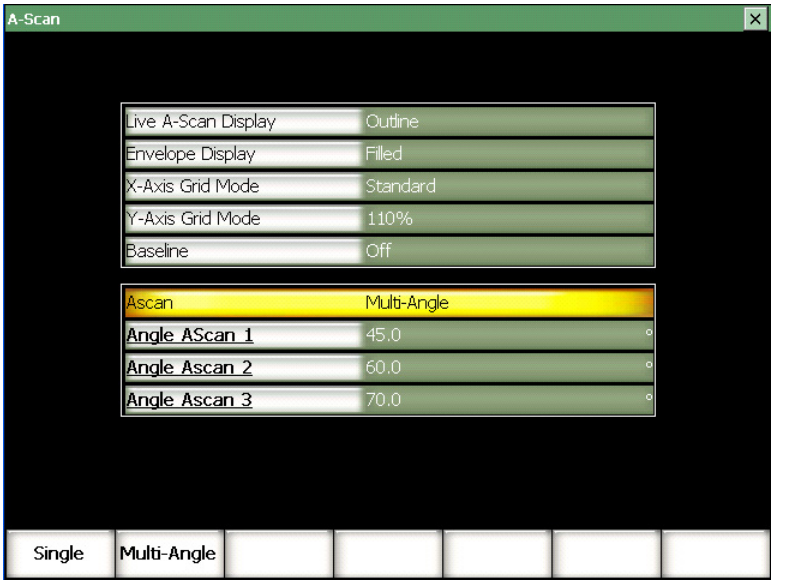

Figure 18-40 Multi-Angle feature setup
2. In the **A-Scan** setup page, set the **Ascan** parameter to **Multi-Angle** (see Figure 18-40 on page 480).